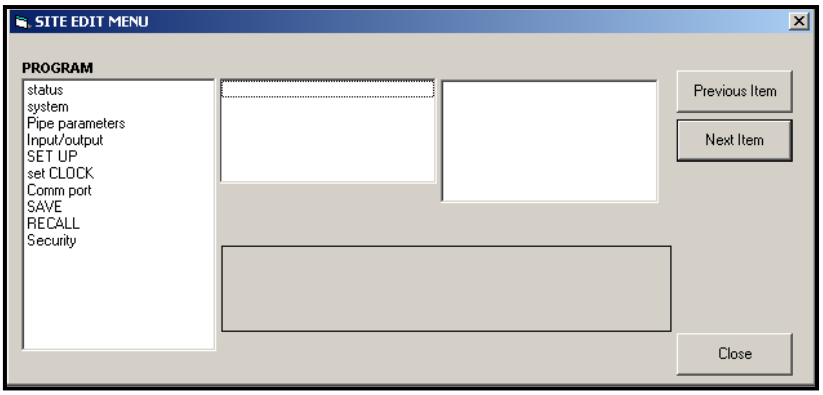

Figure 36: The *Site Edit Menu* Window
5. To open a particular menu, double-click on that menu on the tree. For example, if you double-click on the Site Edit Menu, a window opens similar to *Figure 36*.